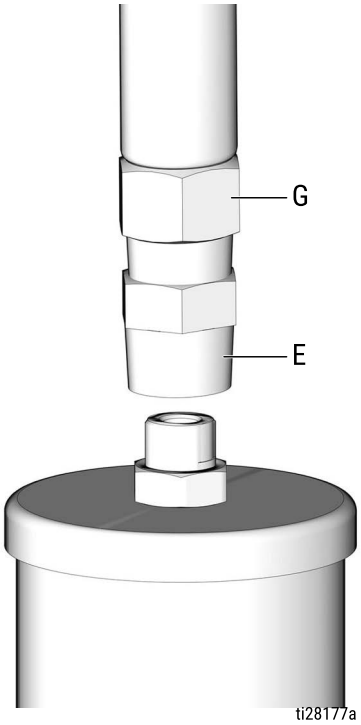

FIG. 7
6. Connect the pump outlet (E) to the lubrication line (G) (FIG. 7).